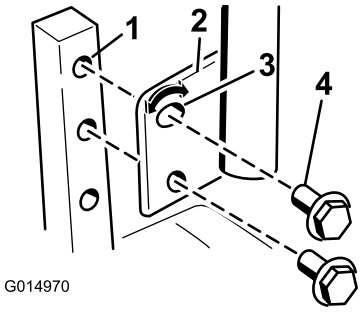

Figur 26
1. Fjern de to bolte, der fastholder håndtaget til styrearmsakslen (Figur 26).
2. Flyt håndtaget til det næste sæt huller. Fastgør håndtaget med de to bolte (Figur 26).
2. Løsn den nederste bolt lige nok til, at håndtaget kan drejes foran eller bagtil (Figur 26). Stram begge bolte for at fastholde håndtaget i den nye position.